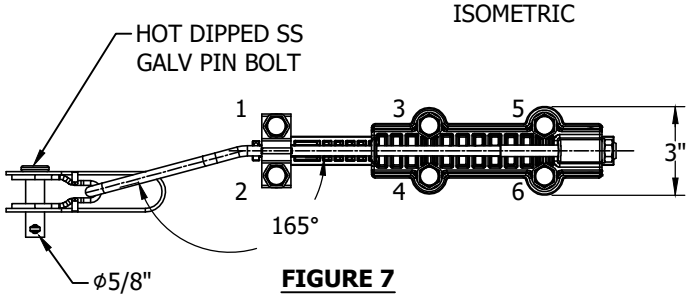

FIGURE 7
1. REFER TO BOLT NUMBERS 1-6 ON **FIGURE 7** FOR CORRECT BOLT IDENTIFICATION.